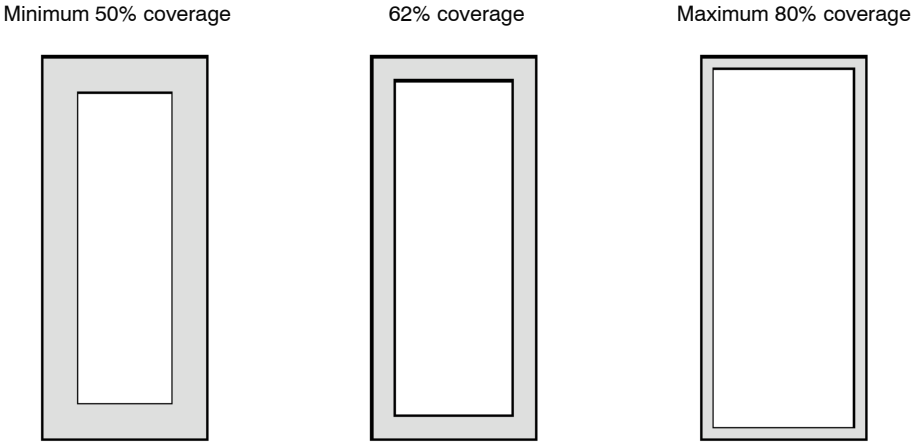

Figure 27. Solder Paste Application on Pins
4. The aperture opening for the signal pads should be between 50−80% of the QFN pad area as shown in Figure 27.